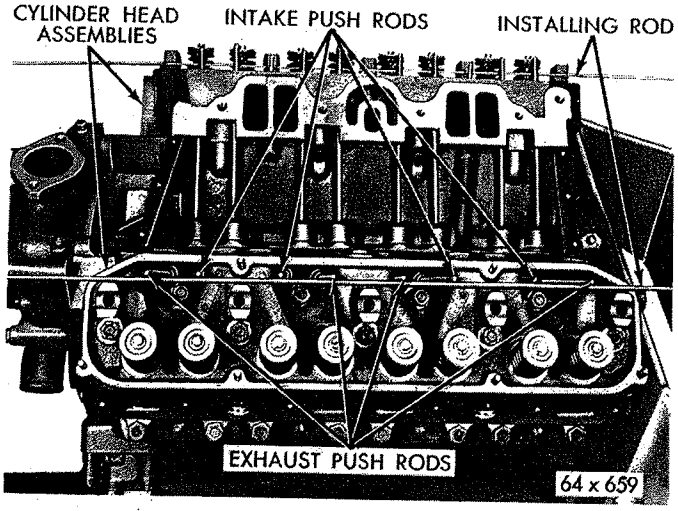

*Fig. 11—Push Rods Installed*
(5) Inspect push rods and replace any worn or bent rods.
(6) Install push rods with small ends in the tappets maintaining alignment, using rod, (Figure 11).